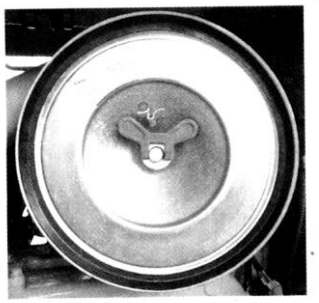

Рис. 4-34.
2) Очистка или замена внешнего элемента (Рис. 4-34).